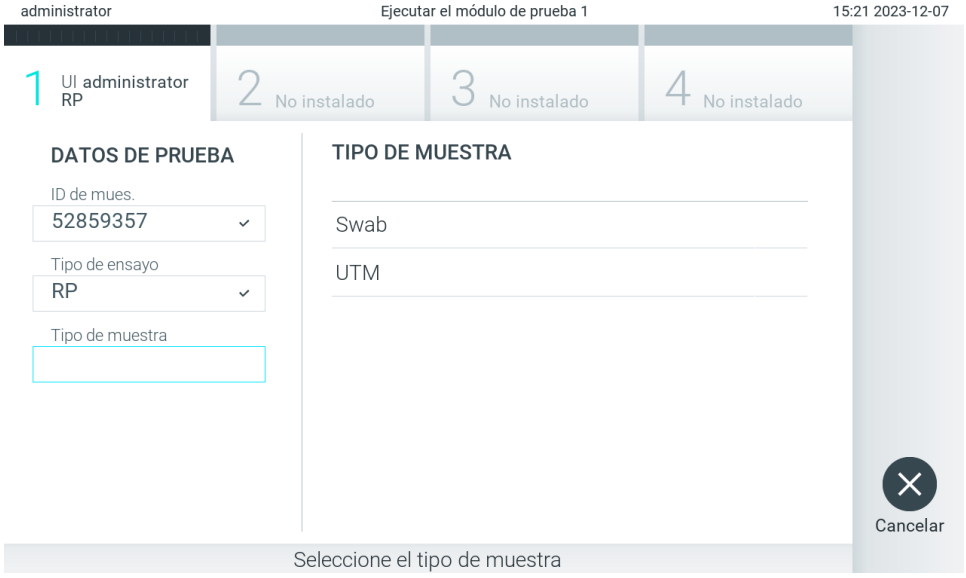

Figura 25. Selección del tipo de muestra.
4. Si es necesario, seleccione el tipo de muestra adecuado de la lista (Figura 25).